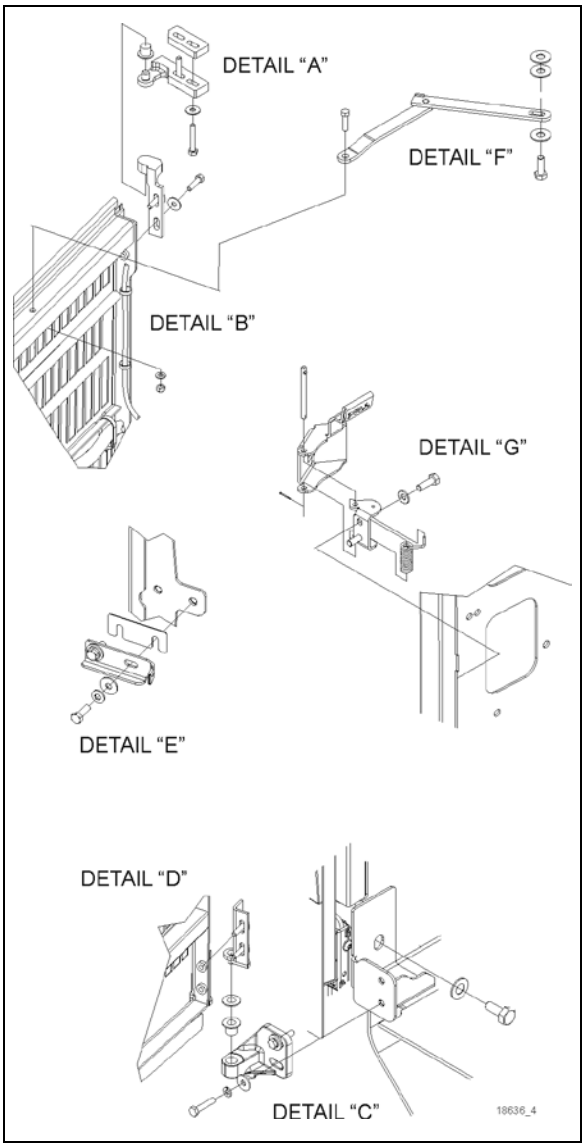

**FIGURE 126: RADIATOR DOOR DETAILS**
To adjust the latch mechanism (details “E” and “G”, Figure 126) and the striker pin:
5. Open the door and slightly loosen the latch tab (detail “E”, Figure 126).